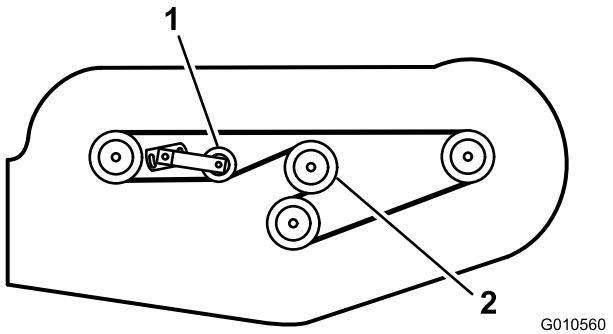

Figur 31
6. Montera en ny rem runt växellådans remskiva, spindelremsskivorna, den stationära mellanremsskivan och den justerbara mellanremsskivan (Figur 31).